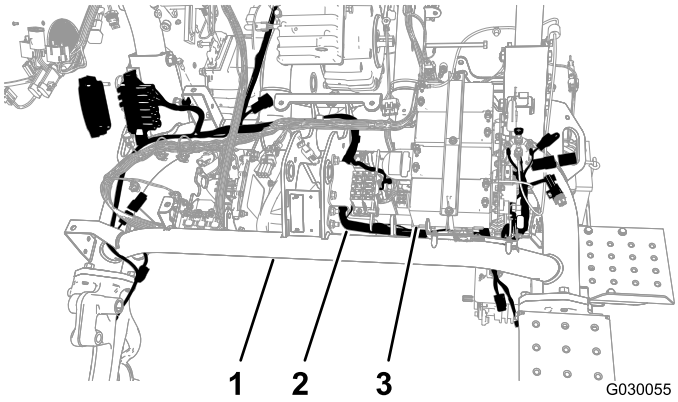

Figura 4
4. Enrute el arnés por debajo del tubo principal del bastidor y por delante de las baterías de los molinetes (Figura 4).